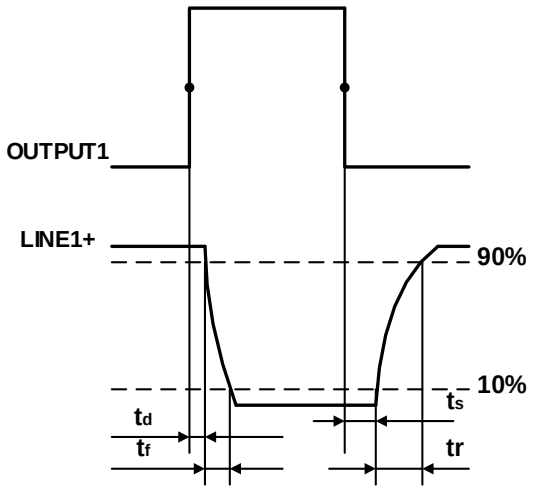

图 7-6 光耦隔离输出电路参数
- 上升沿延时=tr+td：< 50μs（0℃ ~ 45℃），参数说明见图 7-6
- 下降沿延时=ts+tf：< 50μs（0℃ ~ 45℃），参数说明见图 7-6
- 上升沿延时=tr+td：< 20μs（0℃ ~ 45℃），参数说明见图 7-6
- 下降沿延时=ts+tf：< 20μs（0℃ ~ 45℃），参数说明见图 7-6